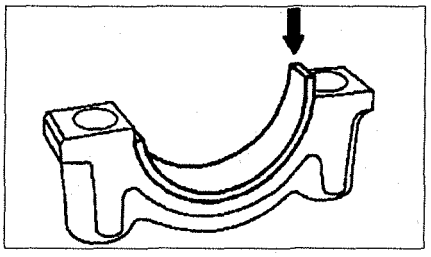

Рис. 2.69. Установка вкладыша в крышку.
4. Открутите болты крепления крышек. Установите вкладыши в крышки и затяните болты крепления до указанного ранее момента (см. рис.2.69). Не перепутайте верхние и нижние вкладыши.